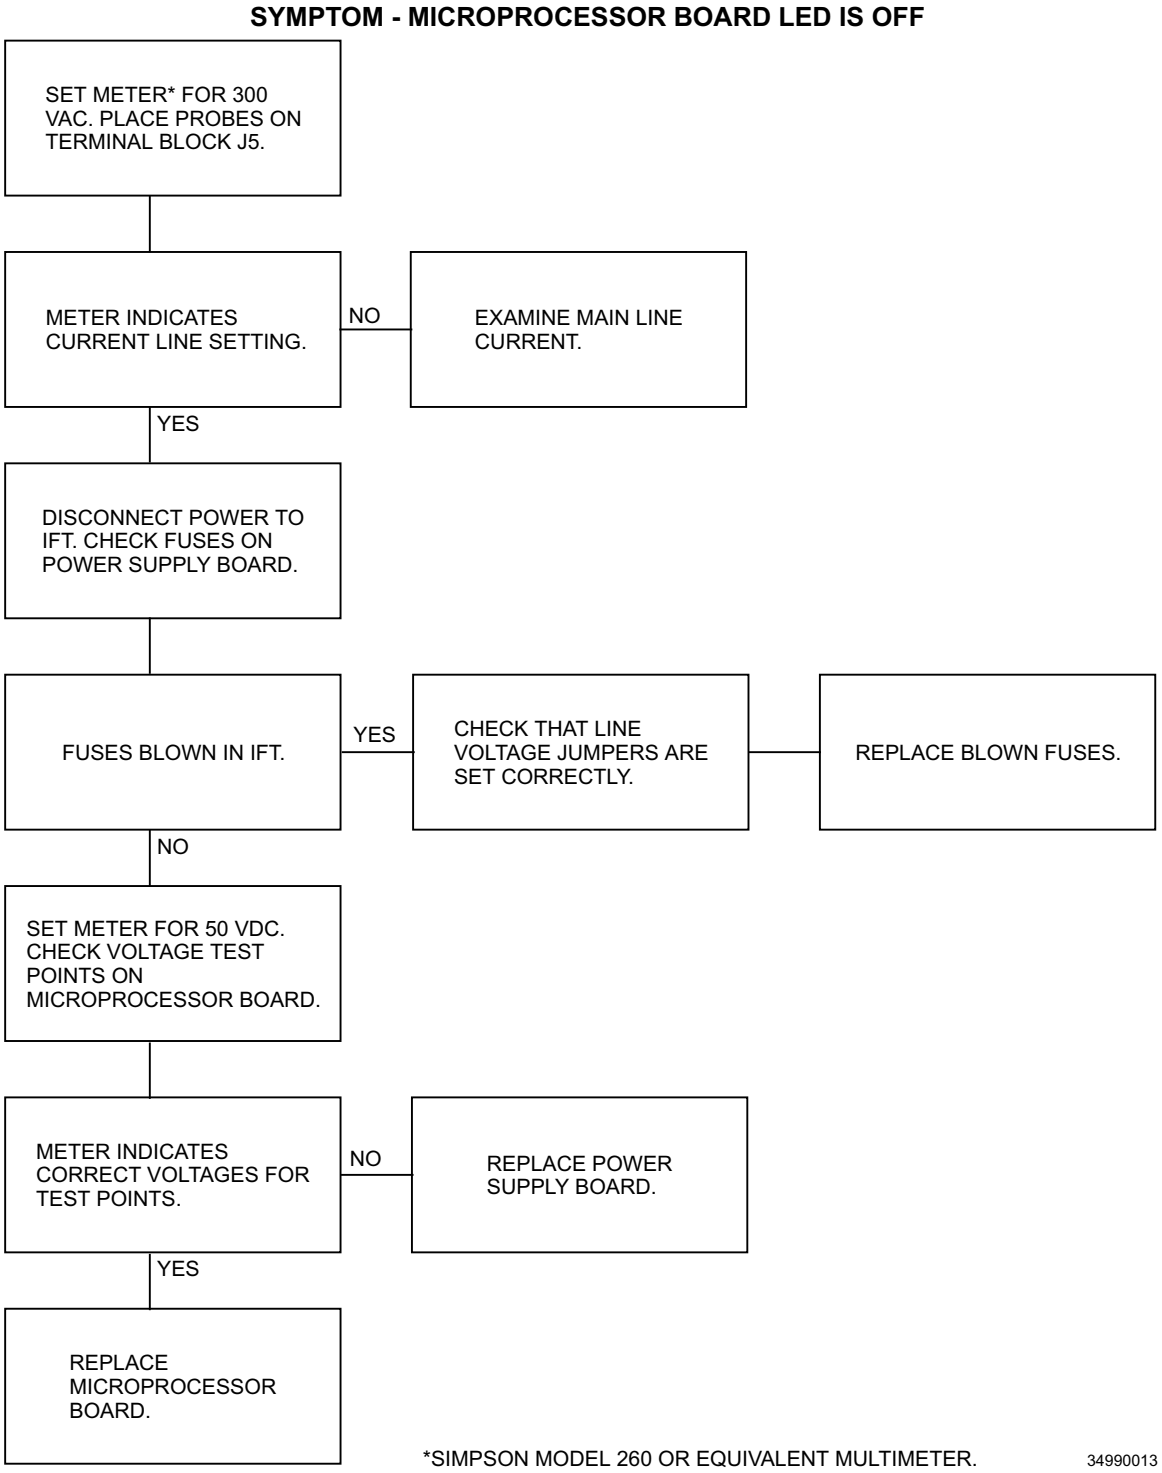

Figure E-3. IFT Troubleshooting Flowchart, #1
1. LED OFF. IFT failure or power is removed; refer to Troubleshooting Flowchart #1 (Figure E-3).